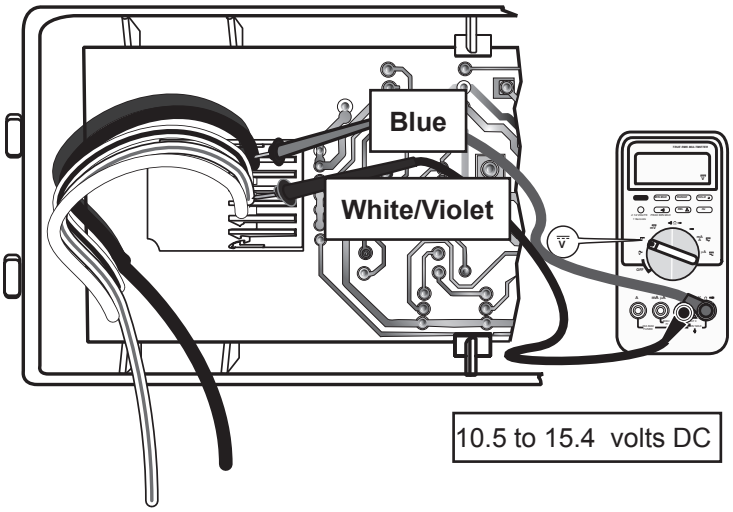

Figure 3-5. —Measuring DC voltage across White/Violet wire and Blue wire at the optical control display assembly circuit board connector.
1. Connect the volt meter + probe to the Blue wire and the – probe to the White/Violet wire. See Figure 3-5, page 16.